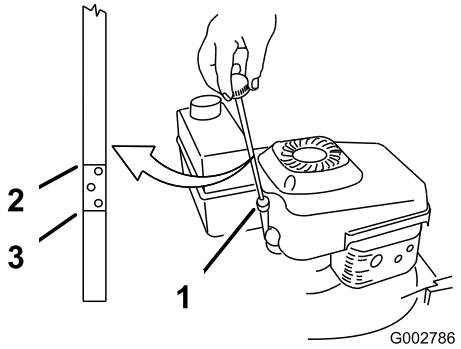

Figuur 13
Controleer voor elk gebruik of het oliepeil tussen Bijvullen- en Vol-markeringen op de peilstok staat (Figuur 13).
2. Maak de omgeving van de peilstok schoon (Figuur 13).
6. Haal de peilstok eruit en controleer het oliepeil (Figuur 13).